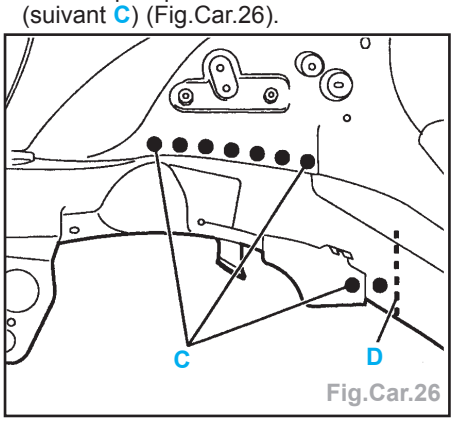

Fig.Car.26
- Souder par points bouchons au MIG (suivant **C**) (Fig.Car.26).